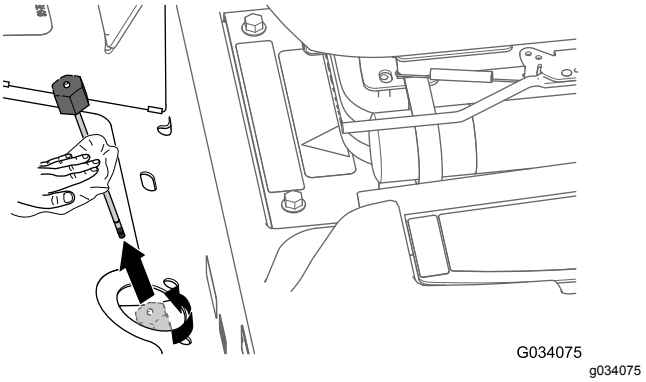

Figur 80
2. Lossa oljestickan (Figur 80), ta bort den från växellådans påfyllningsrör och torka av den med en ren trasa.